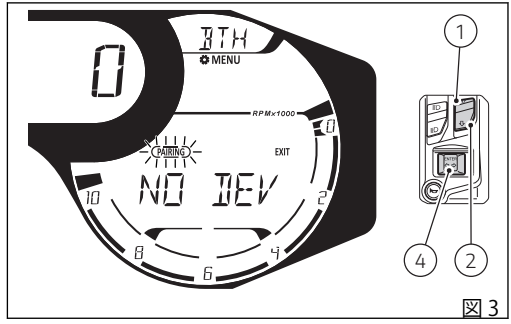

図 3
次に、ボタン (1) と (2) で "PAIRING" (図 3) (枠が点滅) を選択し、ボタン (4) を押します。